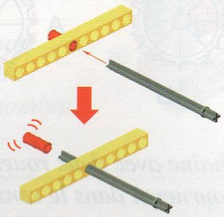

Fig. 1-3
2. *Utilise le connecteur de l'arbre pour extraire le grand pont moteur de la barre (fig. 1-3).*